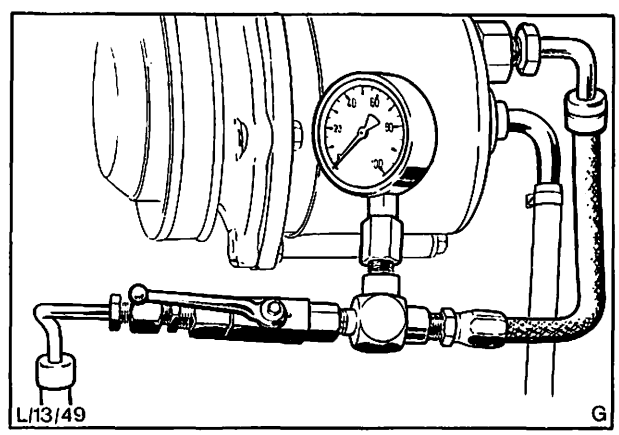

Abb. 48 Druckprüfung – Steuerventil
a) Drucktestgerät, siehe Abb. 48, wie in Arbeitsposition 13 413 1 beschrieben, anschließen.